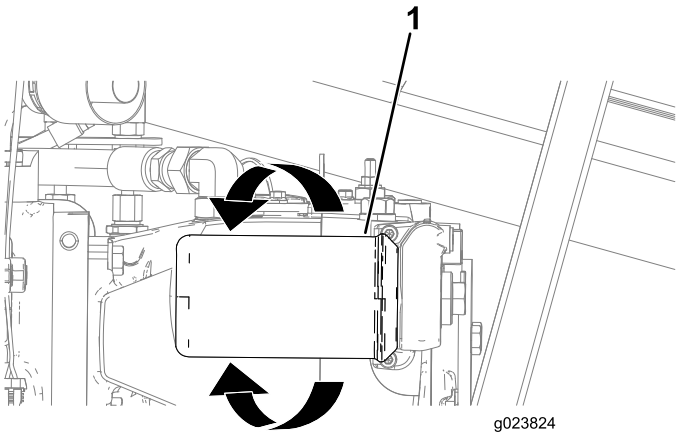

Rysunek 123
3. Umieść miskę spustową lub kilka szmatek pod filtrem ciśnieniowym (Rysunek 123).
4. Obróć filtr ciśnieniowy w lewo i wyjmij filtr (Rysunek 123).
6. Przyłóż nowy filtr ciśnieniowy do miejsca osadzenia i obracaj nim w prawo, aż uszczelka filtra zetknie się z adapterem (Rysunek 123).